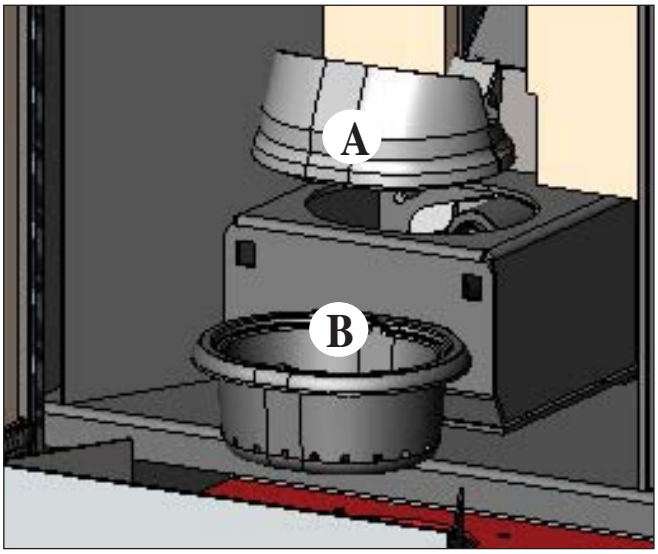

Afb. 1
Wanneer na de normale reiniging de bovenkant van de vuurhaard (A) (afb. 1) en de onderkant van de vuurhaard (B) (afb. 1) NIET CORRECT geplaatst worden, dan kan dit de werking van de ketel negatief beïnvloeden.